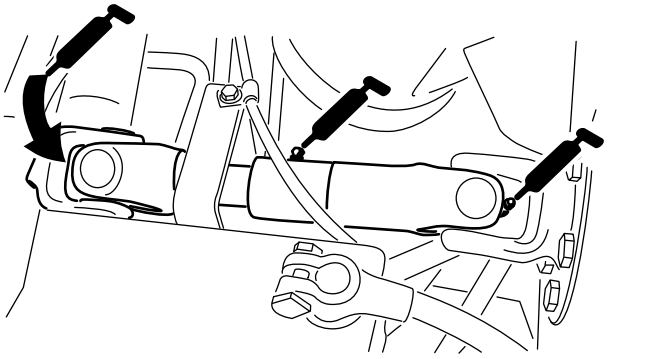

Figur 38
- U-ledd for pumpedrivaksel (3) (Figur 38)